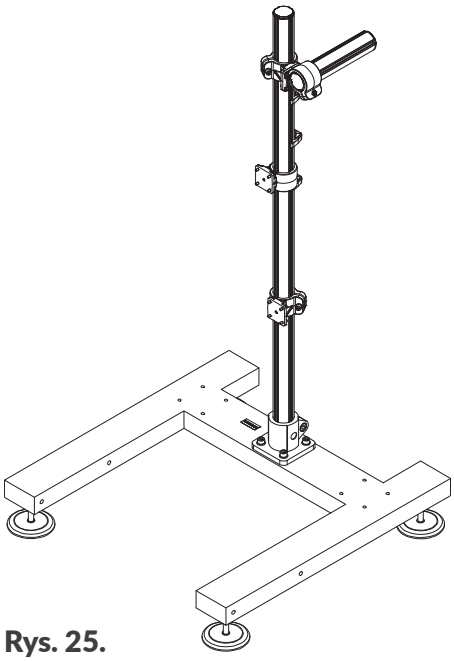
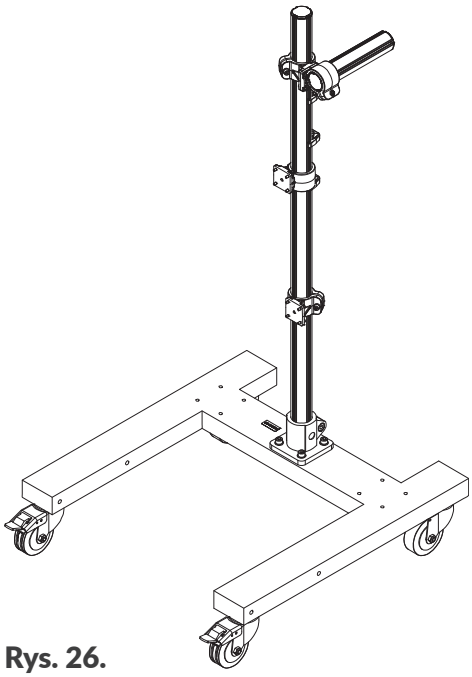

Rys. 25.
Rys. 26.
- stojak na nóżkach (nr części **P910214**; patrz ***Rys. 25***),
- stojak na kółkach (nr części **P910208**; patrz ***Rys. 26***).
*Stabilność układu, w którym drukarka została zainstalowana z wykorzystaniem stojaków pokazanych na **Rys. 25** oraz **Rys. 26** została przetestowana na najgorszym, możliwym do przewidzenia przypadku konfiguracji. Jednak w związku z tym że istnieje wiele możliwości konfiguracji drukarki, konieczne jest sprawdzenie stabilności układu każdorazowo po przeprowadzeniu instalacji. Stojak z drukarką nie może się przechylać ani przewracać.*
*Stosowanie innych stojaków niż stojaki dedykowane, przedstawione na **Rys. 25** oraz **Rys. 26** nie gwarantuje odpowiedniej stabilności układu co może doprowadzić do obrażeń ciała w wyniku przechylenia lub przewrócenia się stojaka z drukarką.*